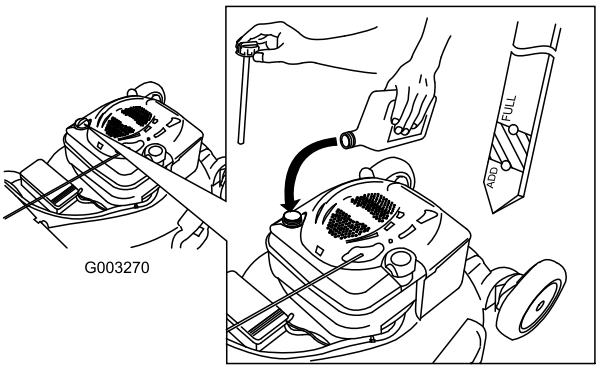

Figuur 12
2. Verwijder de peilstok (Figuur 12).
5. Haal de peilstok eruit en lees het oliepeil af; zie Figuur 12.